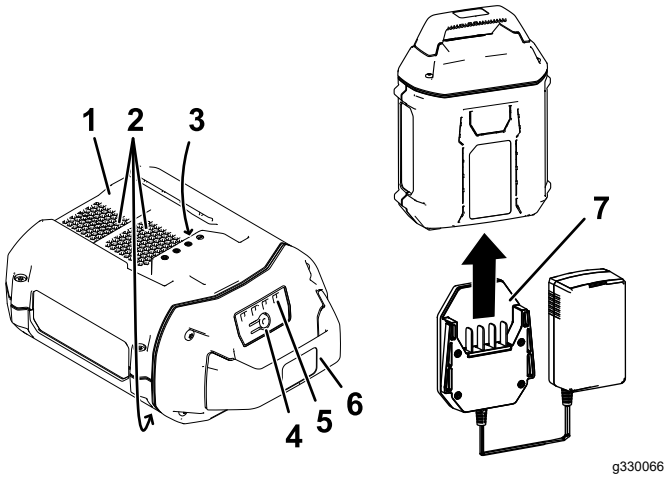

**Figure 13**
2. Placez le creux de la batterie (Figure 13) en face de la languette du chargeur.
3. Glissez la batterie dans le chargeur jusqu'à ce qu'elle soit complètement enclenchée (Figure 13).